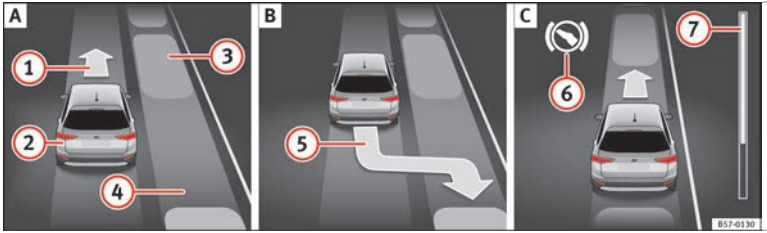
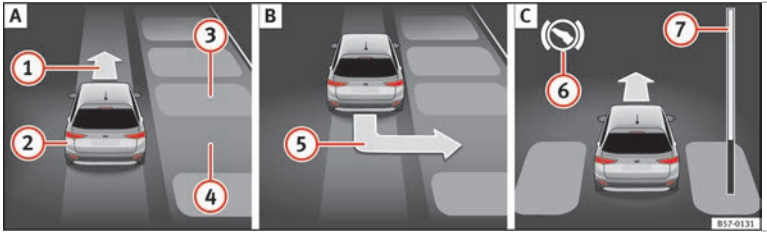

Fig. 205 On the instrument panel display: parallel parking. A Finding a parking space. B Parking position. C Manoeuvring.
Fig. 206 On the instrument panel display: perpendicular parking. A Finding a parking space. B Parking position. C Manoeuvring.
Key to **Fig. 205** and **Fig. 206**:
››› **Fig. 205** 7 and ››› **Fig. 206** 7 on the screen of the instrument panel displays the relative distance to be covered. The greater the distance, the fuller the progress bar. When driving forward, the content of the progress bar decreases upwards, and when reversing, it decreases downwards.
2.	Look at the display on the instrument panel to see if the space has been detected as "appropriate" and if the correct position for parking has been reached »» Fig. 205 B or »» Fig. 206 B.
OR: reverse until the instrument panel displays the message to go forwards »» Fig. 205 A (1) or »» Fig. 206 A (1).
The Park Assist system steers the vehicle forward and back until it centres it in the space »» Fig. 205 C or »» Fig. 206 C.